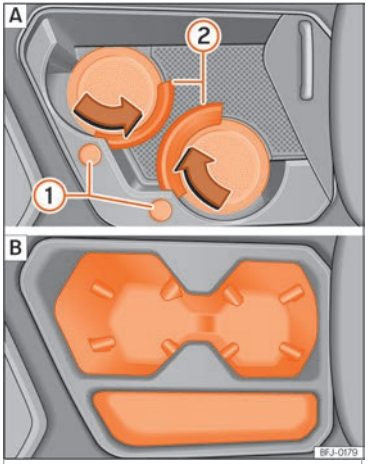

Fig. 142 Sur la console centrale avant : A porte-gobelets (variante 1); B porte-gobelets (variante 2).
En fonction de l'équipement, deux porte-gobelets ››› fig. 142 sont situés sur la console centrale avant.
Pour *ajuster* le porte-gobelets à la taille du récipient, appuyez sur la touche correspondante ››› fig. 142 ①. La bague de serrage ② s'ouvre.